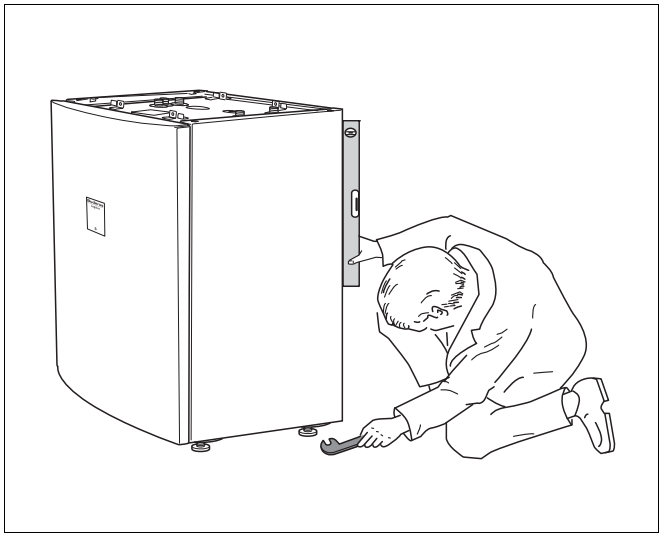

Rys. 8 Regulowanie śrub poziomujących (widok ogólny) przy użyciu poziomicy
- Ustawić podgrzewacz w poziomie poprzez odpowiednią regulację śrub poziomujących (rys. 8).